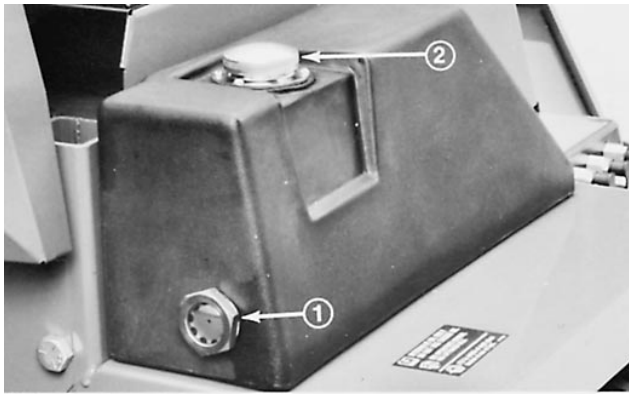

Afbeelding 6
1. Het peil van de hydrauliekvloeistof moet elke dag worden gecontroleerd via het kijkglas achter op het reservoir voor de hydrauliekvloeistof (Afb. 6). Als de olie koud is, zal het peil iets beneden het midden staan. Het peil moet echter tot aan het midden van het kijkglas staan als de olie warm is.
2. Als het oliepeil te laag is, moet u het reservoir bijvullen met olie (Afb. 6); raadpleeg hiervoor de lijst met aanbevolene machinevloeistoffen.